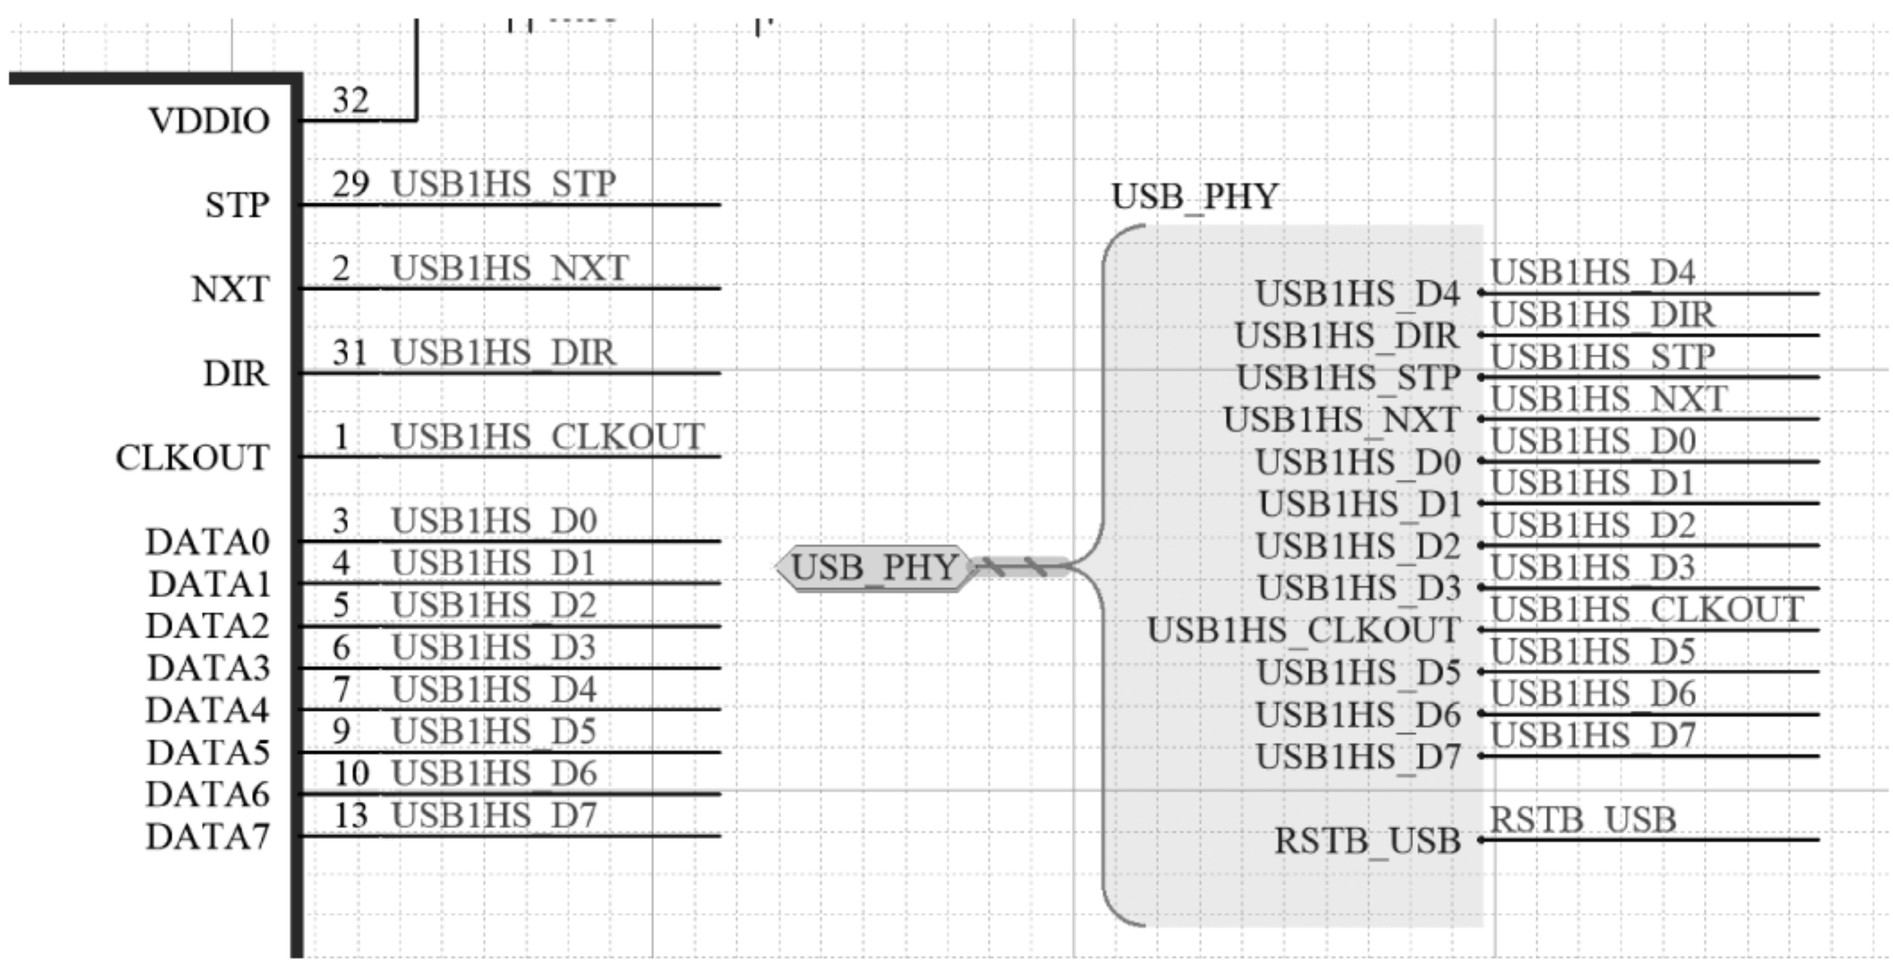

图 1-65　放置并修改线束入口
(3) 放置线束入口。执行菜单栏中“放置”→“线束”→“线束入口”命令，或按快捷键P+H+E，或者单击工具栏中的“放置线束入口”图标。然后对线束入口命名，并连接到相应的网络上，如图 1-65 所示。
(4) 放置信号线束。执行菜单栏中“放置”→“线束”→“信号线束”命令，或按快捷键P+H+H，即可放置信号线束，同时将其连接到一个端口或者图纸入口。连接好的信号线束和端口如图 1-65 所示。